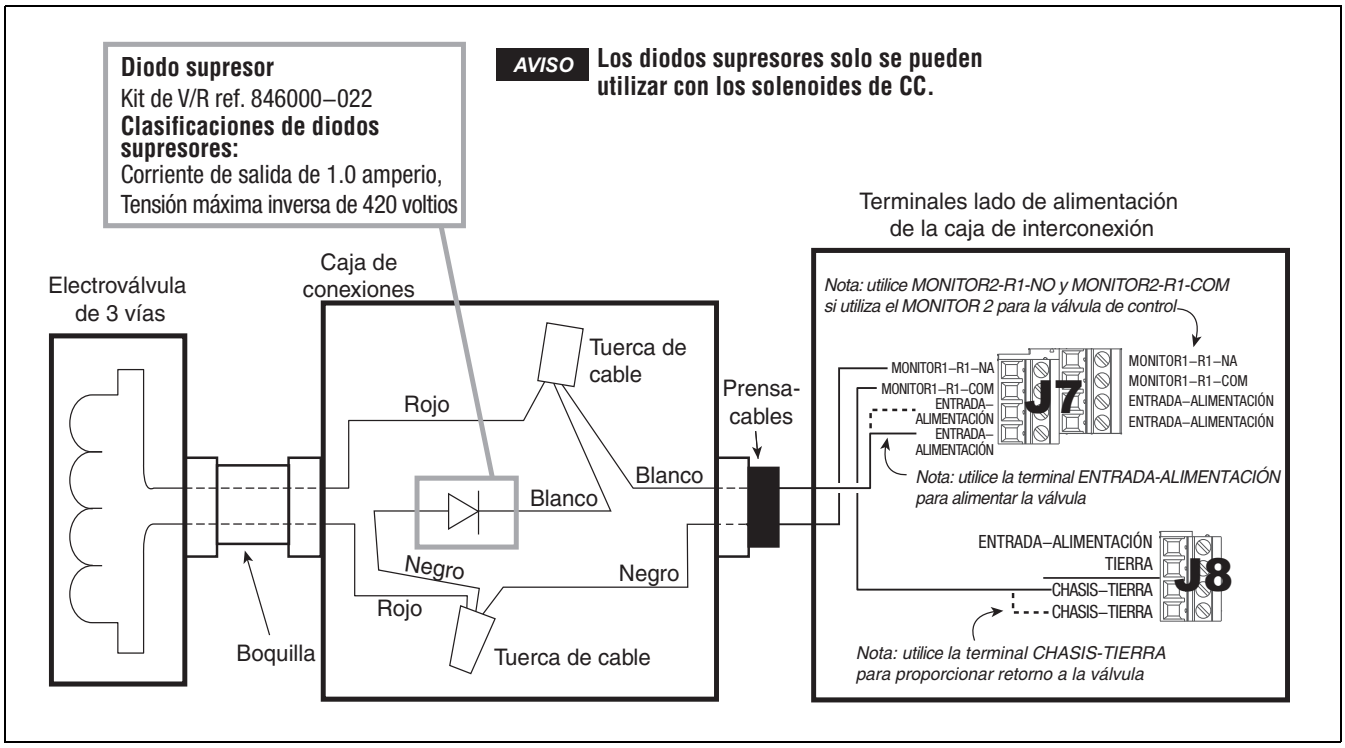

Figura 26. Conexión de la válvula de 3 vías a la caja de interconexión
6. En todas las cajas de interconexión IB, conecte el solenoide de la válvula de 3 vías y un puente a J7 y J8, como se muestra en la Figura 26.